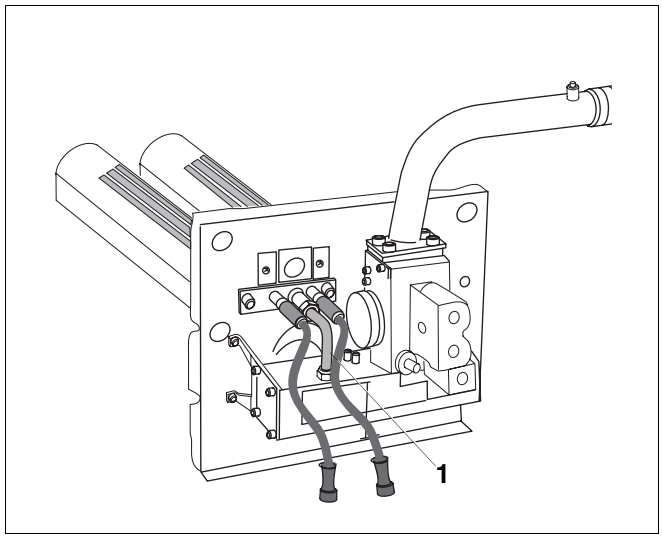

Rys. 50 Palnik gazowy
- Odłączyć przewód gazowy rozruchowy (rys. 50, **poz. 1**) od palnika rozruchowego i wymienić dyszę rozruchową gazu na dyszę przeznaczoną do nowego rodzaju gazu. Oznaczenie dyszy: